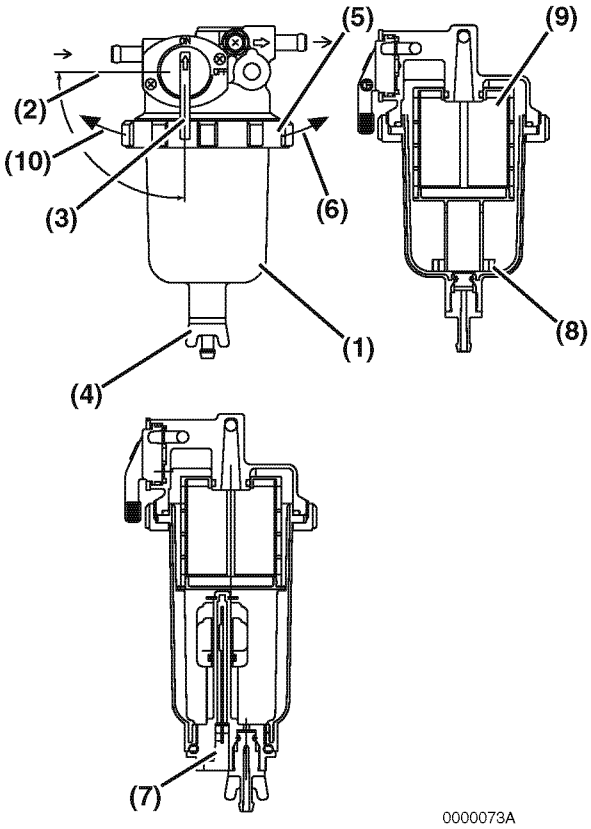

Figure 5-15
1. Position an approved container under the cup **(Figure 5-15, (1))** of the fuel filter / water separator to collect the contaminants.
2. Close **(Figure 5-15, (2))** the fuel cock **(Figure 5-15, (3))**.
3. Loosen the drain cock **(Figure 5-15, (4))** and drain the contaminants. *See Drain Fuel Filter / Water Separator on page 5-24.*
4. Turn the retaining ring **(Figure 5-15, (5))** to the left **(Figure 5-15, (10))** and remove the cup **(Figure 5-15, (6))**. If equipped, disconnect the sensor wire **(Figure 5-15, (7))** from the cup before removing the cup.
6. Remove the float ring **(Figure 5-15, (8))** from the cup. Pour the contaminants into the container and dispose of it properly.
7. Clean the element **(Figure 5-15, (9))** and inside cup. Replace the element if it is damaged.
11. Install the cup to the bracket by tightening the retaining ring to the right **(Figure 5-15, (6))** to a torque of 11 - 15 ft·lb (15 - 20 N·m; 1.5 - 2.0 kgf·m).
13. Open the fuel cock **(Figure 5-15, (3))**.